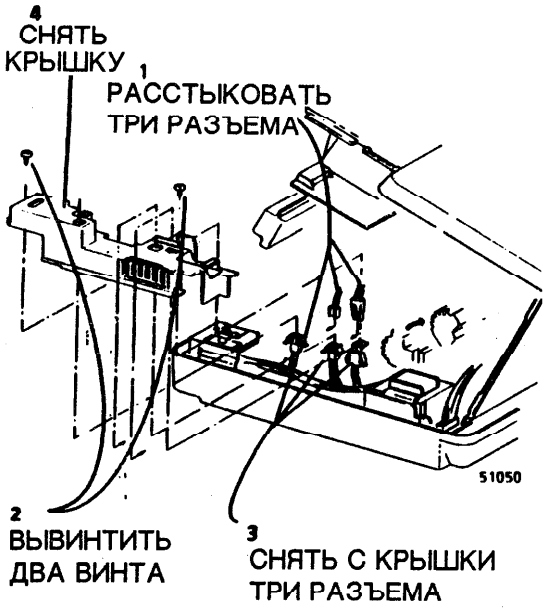

Рис. 1. Подготовка к снятию НВБП
3. (Рис. 1): приготовиться к снятию низковольтного блока питания.